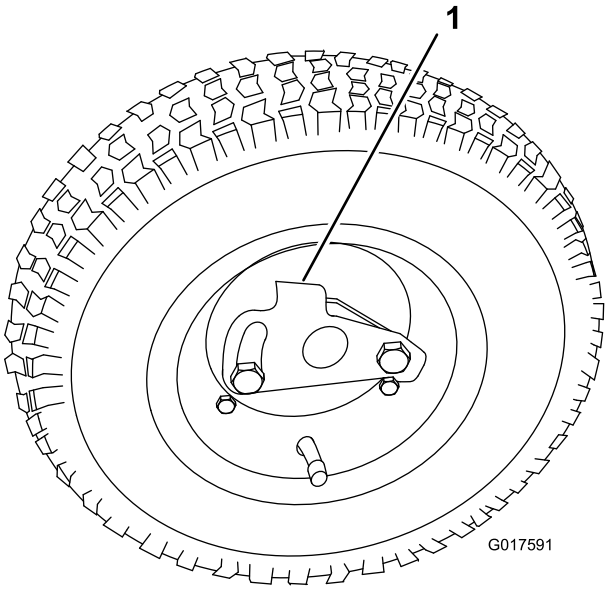

Figur 8
1. Skyv hjulene inn på akselen (Figur 8).
2. Vri hjulets låseklemme bort fra midten på hjulet, slik at det kan komme lenger inn på akselen (Figur 8).